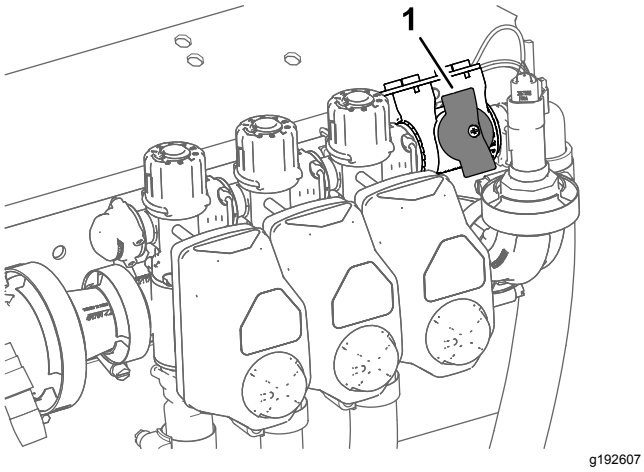

Figur 34
2. Sätt avstängningsventilen för sektionsöverströmning i det stängda läget genom att vrida på vredet (Figur 34).